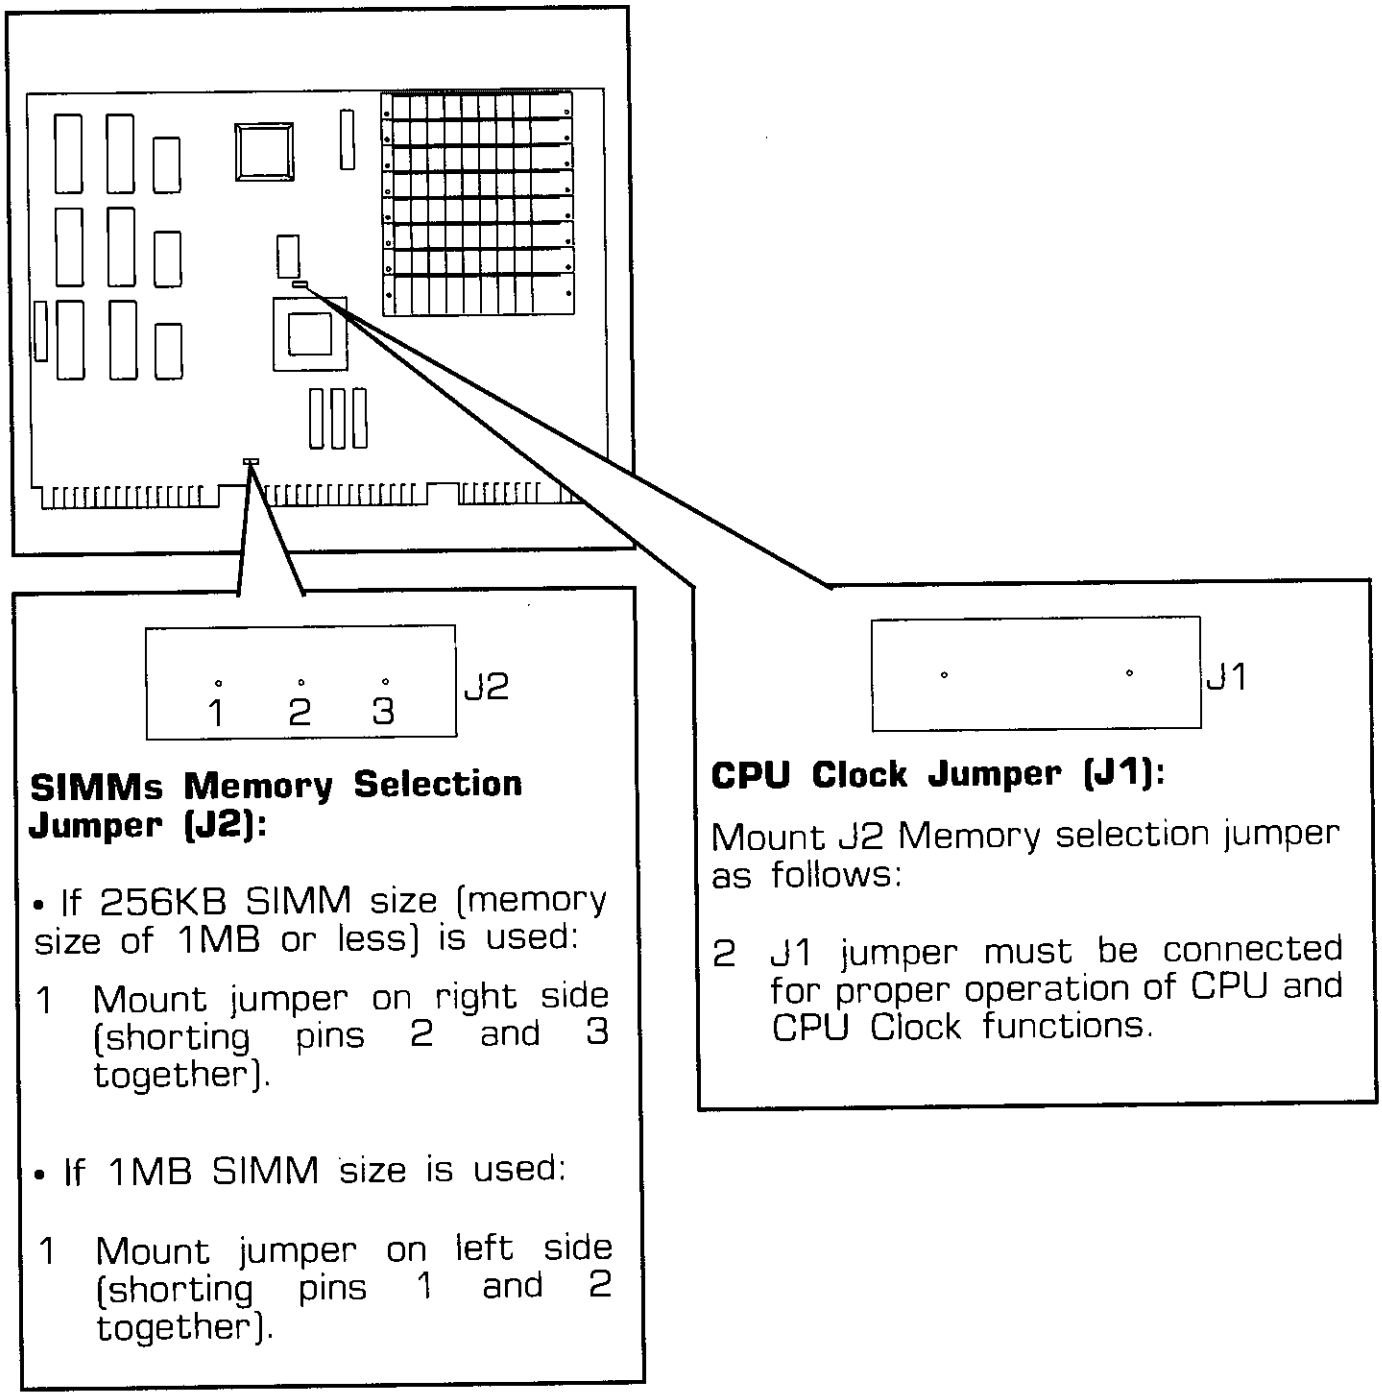

Figure I-4. Enhanced 2200 SIMMs CPU/Memory PCB Jumpers
6) Position jumper J2 correctly to reflect the 1MB SIMMs Module installation (Ref. Figure I-4).